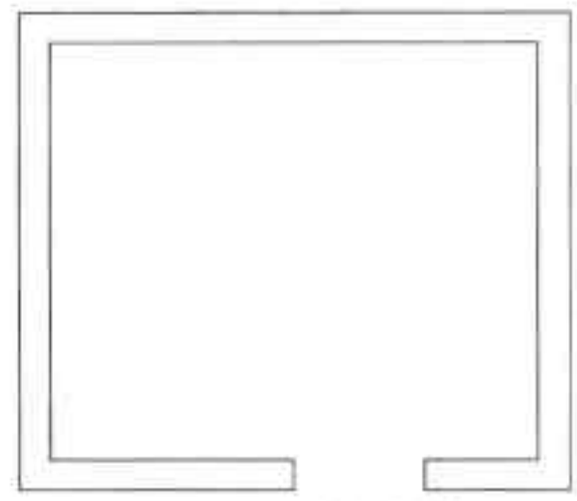

图16-153 生成墙体
Step 02 在绘图区域中，框选所需直线，按回车键即可生成墙体，如图 16-153、16-154 所示。